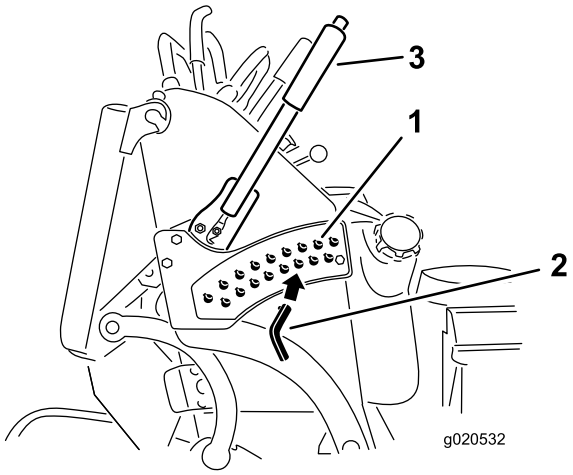

Figur 28
3. Sätt i pinnen i det hål i klipphöjdsfästet som passar för den önskade klipphöjden (Figur 28).
4. Tryck på knappen högst upp och sänk klipphöjden till sprinten (Figur 28).